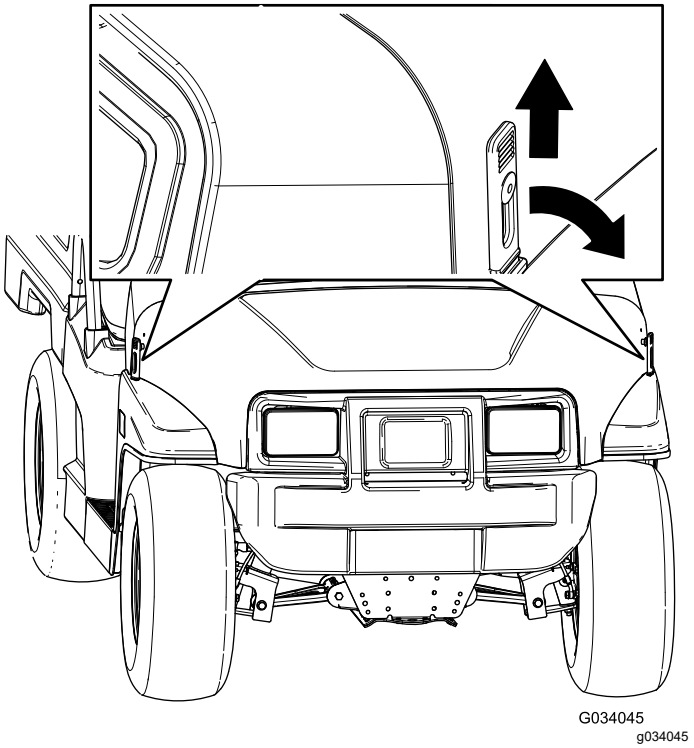

Figura 25
1. Tire hacia arriba de los cierres de goma de cada lado del capó (Figura 25).
2. Sujete el capó alineando los cierres de goma con los anclajes situados en cada lado del capó (Figura 25).